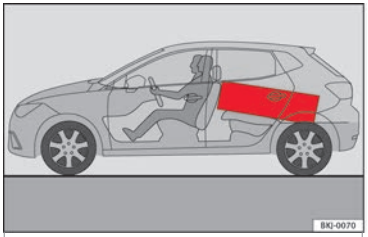

Fig. 139 Position heavy items as far forward as possible.
– Place heavy objects as far forward as possible in the luggage compartment ››› Fig. 139.